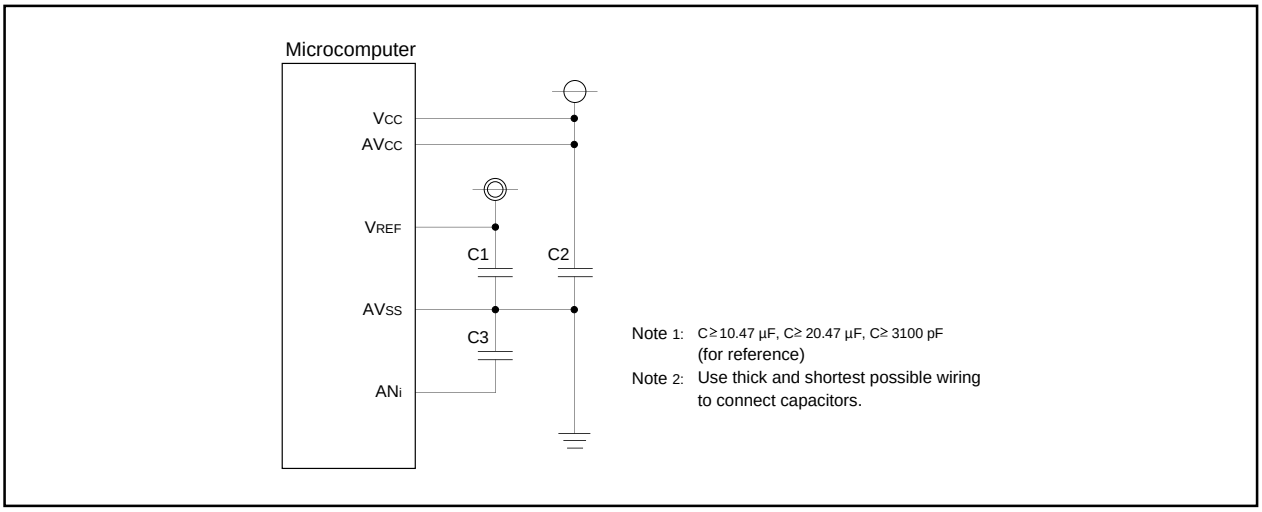

Figure 2.7.16. Use of capacitors to reduce noice
(2) To reduce conversion error due to noise, connect a voltage to the AVcc pin and to the Vref pin from an independent source. It is recommended to connect a capacitor between the AVss pin and the AVcc pin, between the AVss pin and the Vref pin, and between the AVss pin and the analog input pin (ANi/AN5i). Figure 2.7.16 shows the an example of connecting the capacitors to these pins.